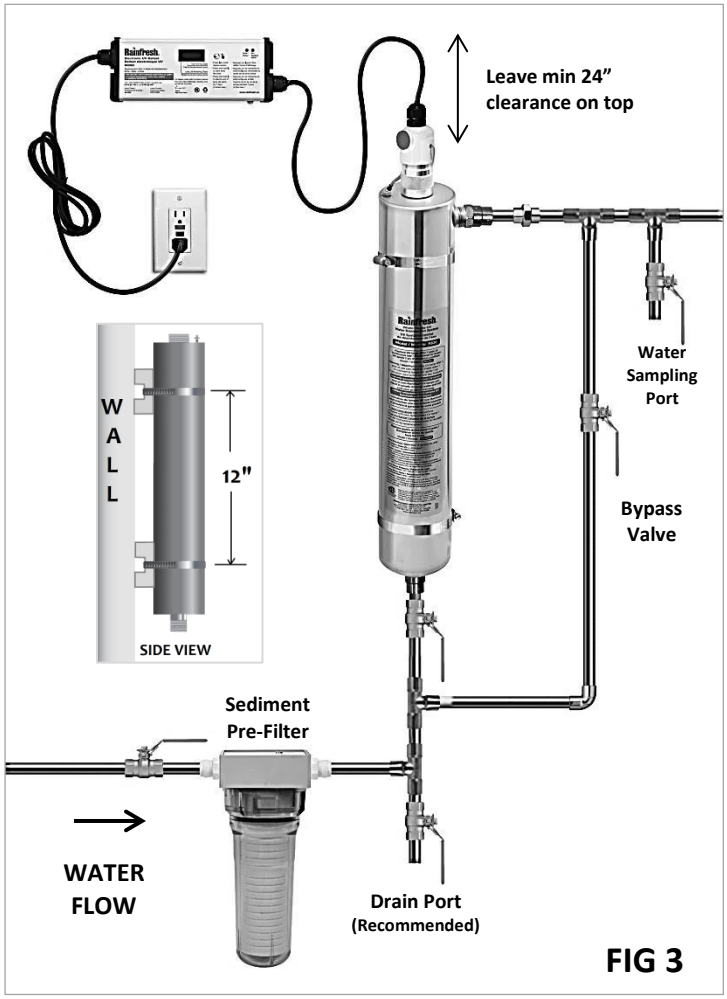
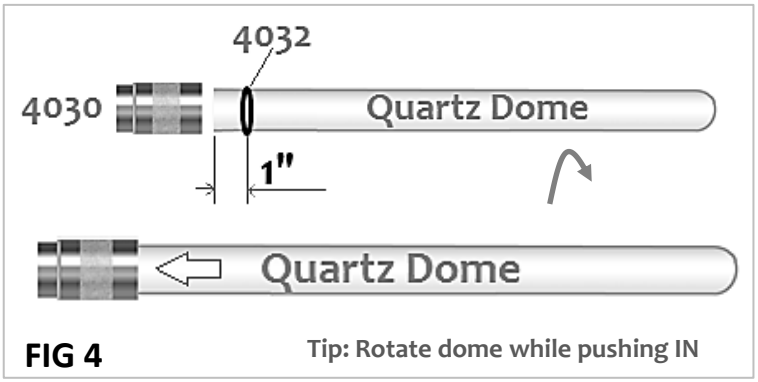

FIG 3
FIG 4
1. Slide a mounting clamp (4033) under a mounting base (4034) and screw the base on to the wall (wall stud) with base screws (4035) as shown in Fig 3 & Fig 3 side view. Use appropriate wall anchors if not installing on wall stud.
4. Mount the ballast (R830B2) on the wall slightly above the chamber with ballast mounting screws (4044) (see Fig 3).
5. Install new plumbing using Fig 3 as reference of how the final installation should look. The inlet/outlet connections on the UV are 3/4" MNPT.
6. If you intend to drain the UV during winter to prevent freezing, install a 3/4" copper tee at the inlet of the UV and plumb in a ball valve and a piece of copper pipe (See Fig 3).
7. Carefully unpack UV lamp (R519L/R830L) and quartz dome (R519QD/R830QD). **Note: Hold lamp and dome by the ends with soft, dry gloves or cloth.** The gland nut O-ring (515) is in the groove of the gland nut (factory-installed) and the dome O-ring (4032) is in a separate plastic pack.
8. Gently slide the dome O-ring (4032) over the open end of the quartz dome to about 1" from the open end(Fig 4)
9. Gently insert the quartz dome into the gland nut (4030) **and gently rotate the dome while pushing in** until it goes past the nut O-ring (515) and touches the inside top end of the gland nut. See Fig 4 and 5.